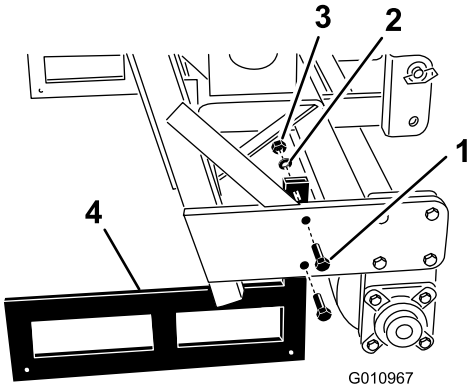

Figur 26
2. Fjern boltene, låseskivene og mutterne som støtter lagringspilarene på hver ende av luftemaskinen (Figur 26).